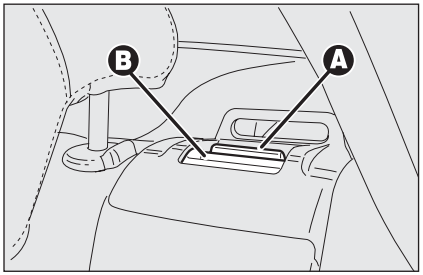

fig. 96 A0E0085m
- ❒ levante la palanca **A-fig. 96** de fijación del respaldo y recline este último hacia adelante. Al subir la palanca se puede ver una "banda roja" **B**.
Controle que el respaldo esté correctamente enganchado en ambos lados ("bandas rojas" B-fig. 96 no visibles) para evitar que en caso de un frenazo, el respaldo pueda proyectarse hacia adelante provocando lesiones a los pasajeros.